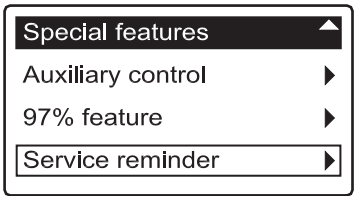

FIG. 72
5. Press the SELECT (○) button to display the Special features menu (See Figure 72).
9. Press the SELECT (○) button. The display will go back to the Special features menu (Figure 72).